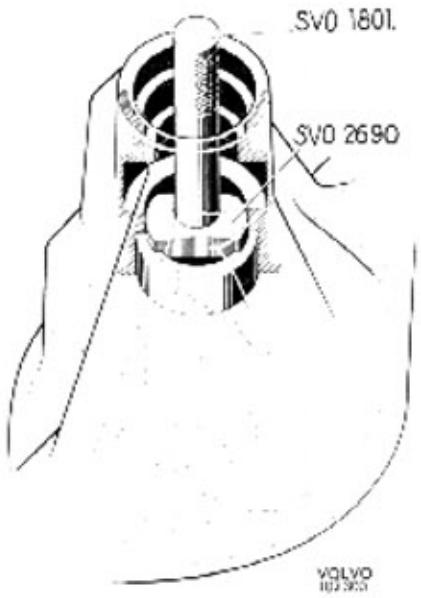

Bild 46 A-11. Demontering av inre pinjonglagerring
7. Ta bort muttern för medbringaren. Använd därvid nyckel SVO 2460 som mothåll. Dra av medbringaren med avdragare SVO 2461, se bild 46 A-7. Pressa ut pinjongen. Ta vara på justermellanläggen.
9. Driv ut inre lagerringen med dorn SVO 2690 och standardskaft SVO 1801, se bild 46 A-11.
10. Dra vid behov av inre lagret från pinjongen med avdragare SVO 2164, se bild 46 A-12. Avdragaren anbringas på följande sätt: Skjut avdragaren ner över rullarna och tryck ner låsringen. Dra därefter upp avdragaren med skruven tills rullarna ligger mot såväl kanten på innerbanan som kanten på avdragaren. Knacka fast låsringen med en hammare, dra av lagret.